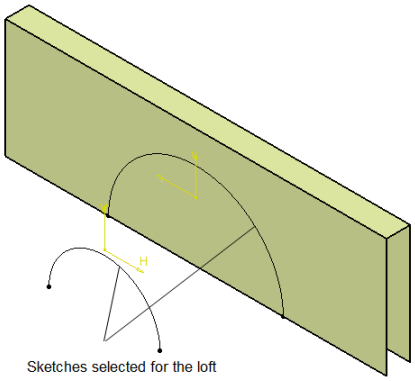
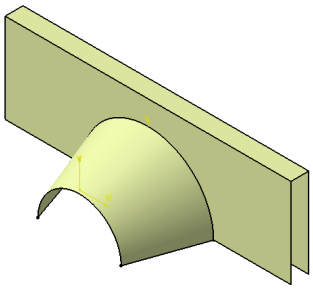

Figure 17-106 *Two sketches selected for multi-sections surface*
Figure 17-107 *Multi-sections surface created*
2. After drawing the sketches, as shown in Figure 17-106, choose the **Multi-Sections Surface** tool from the **Surfaces** toolbar. Select both of the sketches to create a lofted surface, as shown in Figure 17-107.